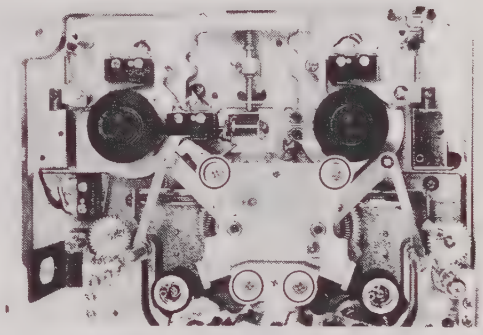

Fig. 5-21
- Remove gear base by 4 screws. (See Fig. 5-21)